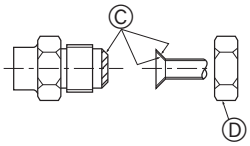

Fig. 5-6
① Schließen Sie ein Kaliberventil (mit Druckmesser) an die Wartungseinheit neben der Gasarmatur des Außengerätes an, so dass der Kältemitteldruck gemessen werden kann.
② Schalten Sie die Stromversorgung ein (Leistungsschalter).
③ Schließen Sie das Flüssigkeitsabsperrventil, und führen Sie dann einen Testlauf im Kühlbetrieb durch (SW4-1: ON und SW4-2: OFF).
④ Schließen Sie das Gasabsperrventil vollständig, wenn der auf dem Druckmesser angezeigte Druck auf 0,05 - 0,00 MPa* (ca. 0,5 - 0,0 kgf/cm^2) abfällt.
⑤ Stoppen Sie die Klimaanlage (SW4-1: OFF und SW4-2: OFF).
⑥ Schalten Sie die Stromversorgung aus (Leistungsschalter).
5.5. Rohranschlüsse (Fig. 5-6)
Ⓐ (Fig. 5-6)
Ⓑ (Fig. 5-6)